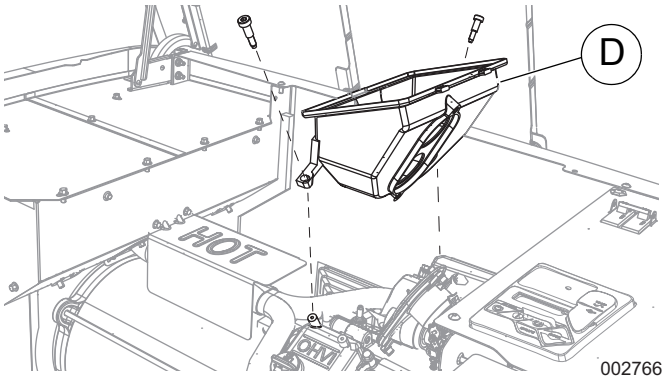

Рисунок 7. Снятие основания воздушной камеры (11–22 кВт)
2. См. *Рисунок 7*. Отвинтите и снимите основание воздушной камеры (D).